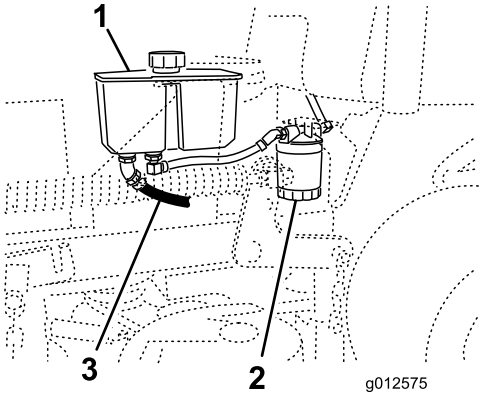

Figur 73
4. Find forreste hydraulikslange under hydrauliktanken, og placer dræningsbakken under tanken (Figur 73).